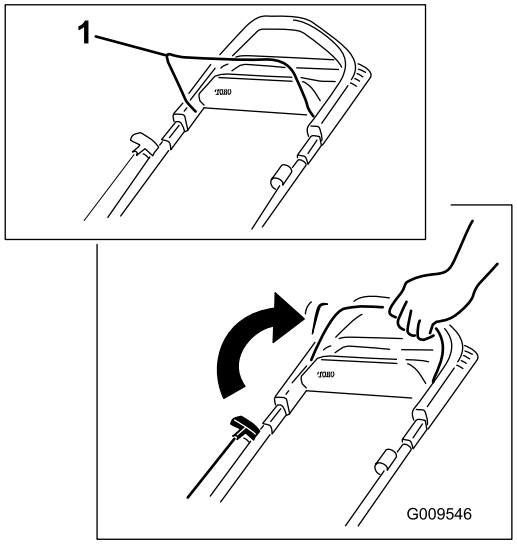

Figura 17
1. Mantenha barra de controlo da lâmina encostada à pega (Figura 17).